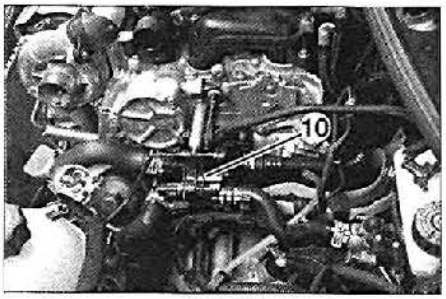

FIG. 48
- los 4 tornillos de fijación de la caja de salida de agua (10) **(fig. 48)** en la culata.